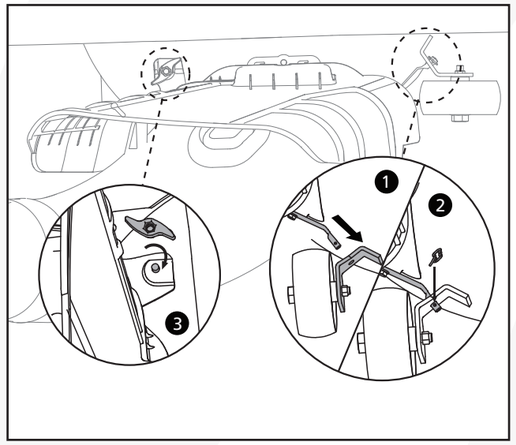

Fig. 12
6.Insert the grass outlet pipe rod through the hole in the anti-scalp wheel mounting bracket (1, Fig. 12), and secure with the provided cotter pin (2,Fig. 12). Insert the grass outlet pipe hole over the threaded rod on the deck and secure with the provided wing nut (3, Fig. 12).